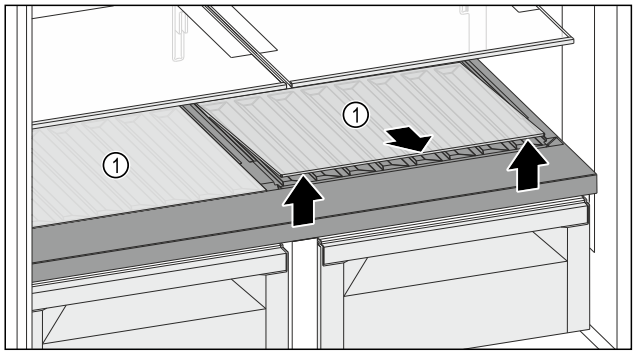

*Fig. 120*
- ▶ Levante la placa de vidrio o las dos placas de vidrio *Fig. 120 (1)* por la entalladura de la parte delantera y retírela(s).
- ▶ Guarde la(s) placa(s) de vidrio *Fig. 120 (1)* de forma segura fuera del electrodoméstico.